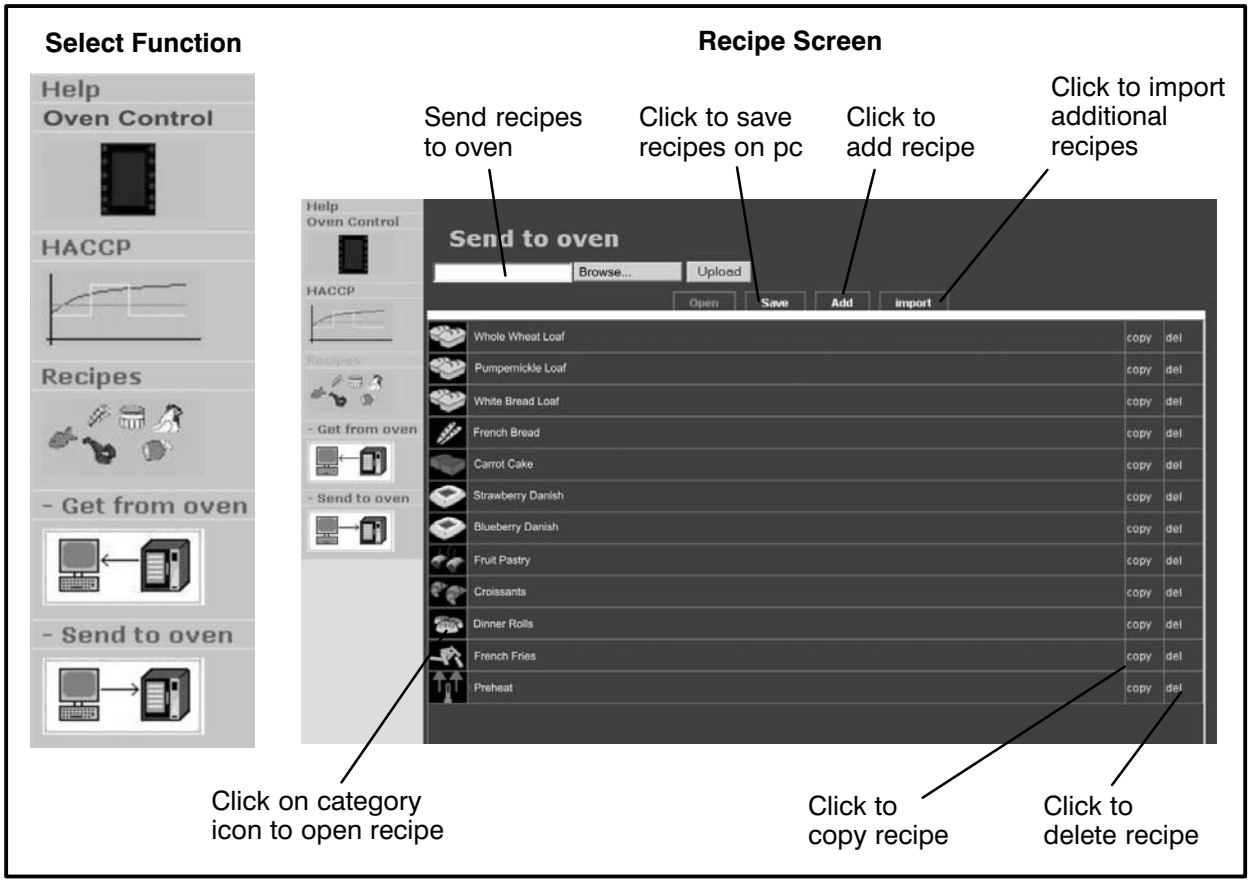

Figure 37
3. Add new recipes and/or edit and delete recipes from the library now located on the pc. See Figure 37.